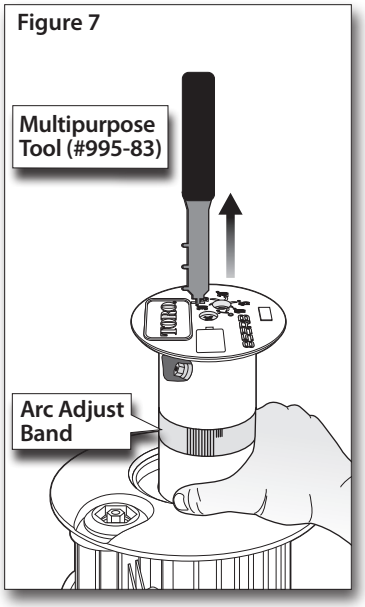

Figure 7
1. Insert the end of the Multipurpose Tool (#995-83) into the slot provided in the top of the cap. Hook the inner edge of the cap to pull the riser assembly up. Grasp the riser assembly firmly below the arc adjustment band to prevent retraction. See **Figure 7**.